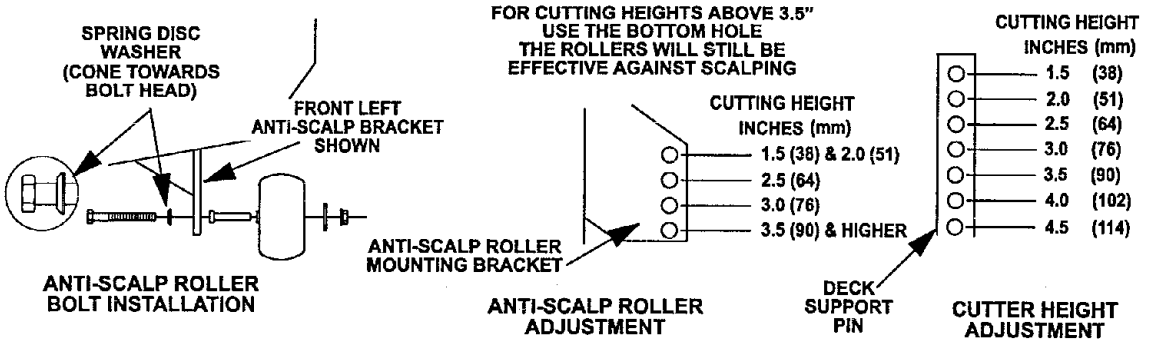

FIG 11
a) Install hairpin clips in the holes shown on sketch below for the desired cutting height (See Figure 11).
b) Adjust anti-scalp rollers For Normal Operating Conditions. Stop engine. Place rollers in one of the positions shown in Fig. 11. **For Maximum Deck Flotation,** place rollers one hole position lower. Rollers should maintain 1/4 in. (6.4 mm) minimum clearance to ground. **Do Not** adjust rollers to support the deck. Be sure roller bolts and nuts are installed with the spring disc washer between head of the bolt and mounting bracket. **Torque to 40-45 ft-lbs., or loss of roller may result.**
c) When operating in extremely rough conditions it may be necessary to position the anti-scalp rollers one or two holes higher than described in "b" to prevent damage to the rollers and/or bolt failure (See Figure 11).